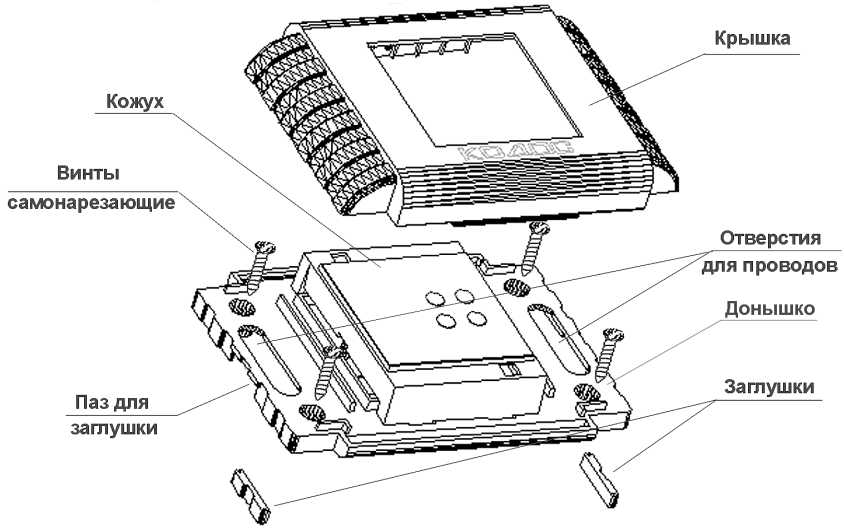

Рисунок 4 – Крепление изолятора линии (клеммы условно не показаны)
а) Снять с устройства крышку (рисунок 4).
4) если провода подходят сбоку изолятора линии (например, из короба или гофрированного шланга), снять заглушки (рисунок 4);
5) через отверстия для проводов (если провода идут из стены) или через пазы для заглушек и отверстия для проводов (в случае, если провода подходят сбоку) (рисунок 4), протянуть провода к кожуху изолятора линии;